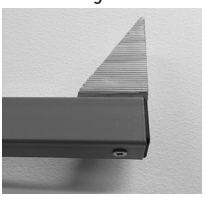

Fig 13
b. Or you could securely fasten a piece of timber (in any shape or size) to the horizontal bar using a fastener (not supplied) through the horizontal bar (1) and into the timber. (fig13) Either using a. or b. options will prevent any materials from falling off the multi-rack shelving.